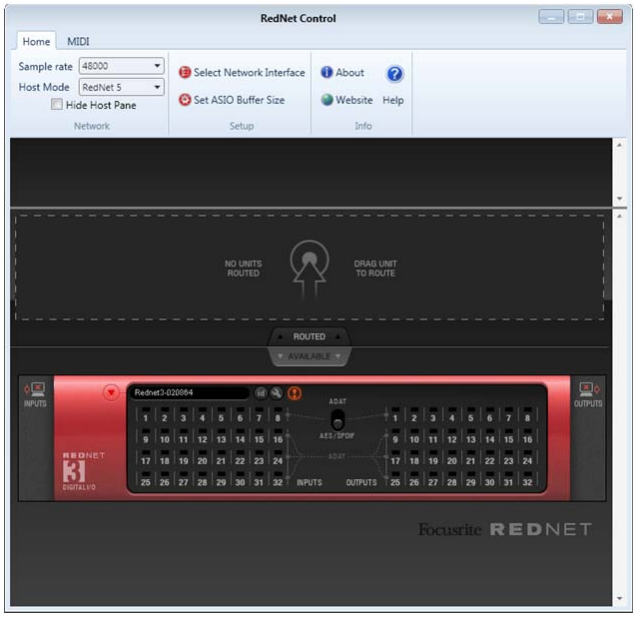
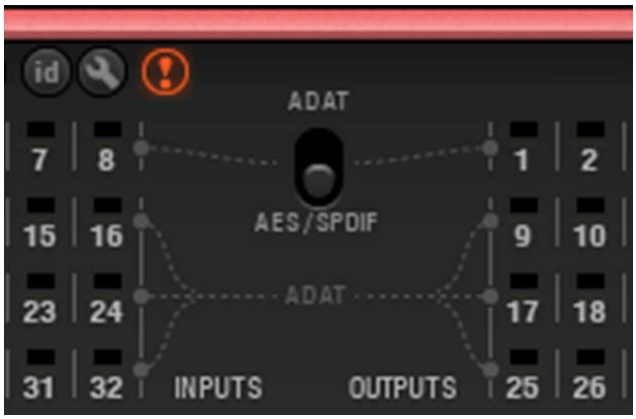

FIGURE 11. REDNET CONTROL APPLICATION (REDNET 3)
FIGURE 12. DETAIL OF REDNET CONTROL (REDNET 3)
3. When the RedNet 3 front panel appears on the screen, make sure that the format switch is flipped to AES/SPDIF (not ADAT), as shown in Figure 11 and in the detail in Figure 12.